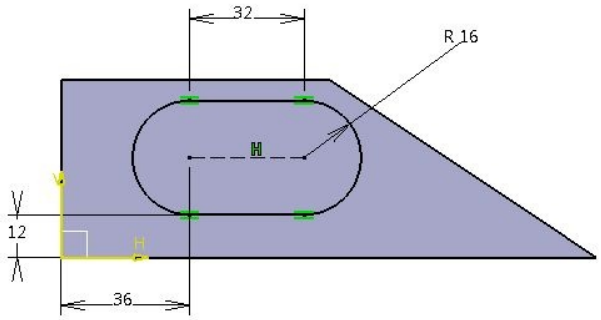

Figure 5-72 *Sketch for the second feature*
b. Create the second feature, which is a **Pad** feature, refer to Figures 5-72 and 5-73.
2. Draw the sketch, as shown in Figure 5-72, using the **Elongated Hole** tool and exit the **Sketcher** workbench.